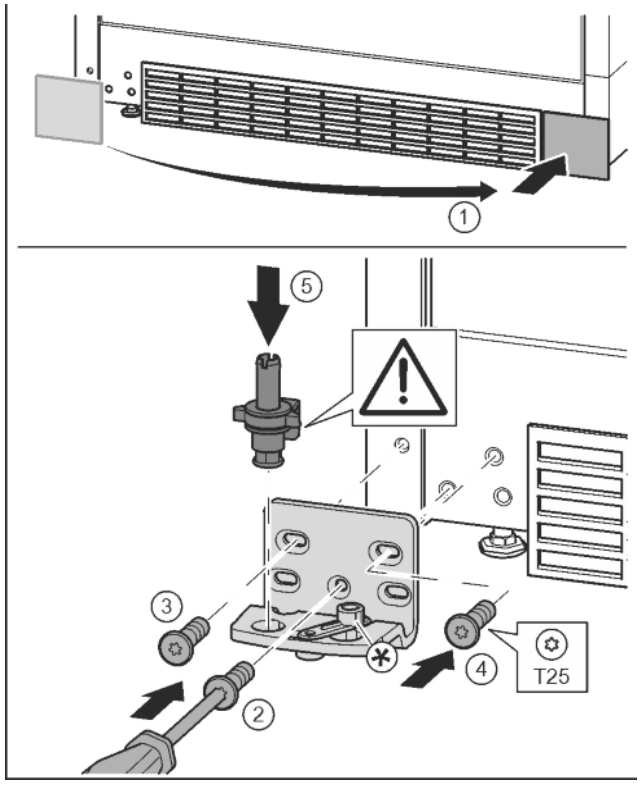

Fig. 18
- ▶ Remove the cover and fix it on the other side. *Fig. 18 (1)*
- ▶ Place the bearing bracket on the other side and screw in with the aid of a T25 screwdriver. Start with screw 2 at the bottom in the middle. *Fig. 18 (2)*
- ▶ Screw in screws 3 and 4. *Fig. 18 (3, 4)*
- ▶ Insert the bearing pin completely. Make sure that the catch mechanism is pointing to the rear. *Fig. 18 (5)*